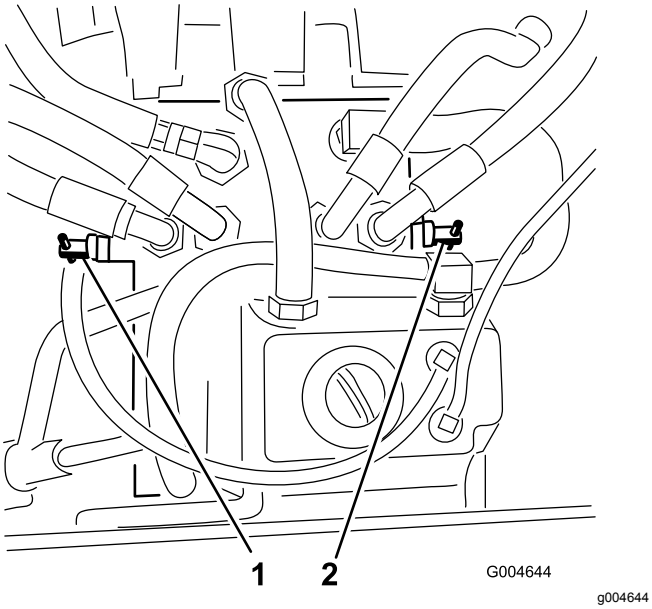

図 26
2. それぞれのバイパスバルブ図 26を左回りに 1 回転させる。
4. バイパスバルブを右回りに 1 回転させて閉じる図 26。